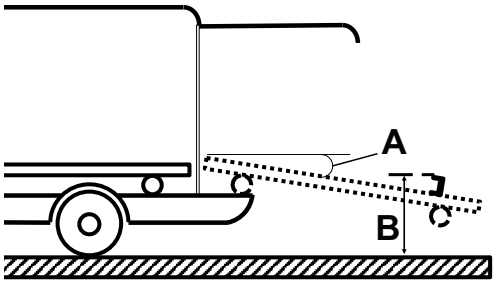

Rysunek 14 – Specyfikacja płytki zaczepowej i tacy załadunkowej
- Kąt (A) tacy załadunkowej nie przekracza 16° (Rysunek 14)
- Wysokość (B) od górnej powierzchni płytki zaczepowej do ziemi wynosi od 28,0 cali (71,1 cm) do 29,4 cala (74,7 cm) (Rysunek 14)